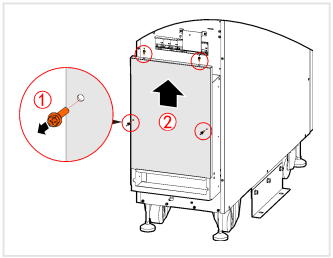

FIGURE 5-4 Step 3 — remove the wiring cover
3. Remove the wiring cover: unscrew its bolts, then slide the cover upward (Figure 5-4).
4. Connect the ground (PE) conductors of the input, bypass, output and battery cabinet **first**, to the PE bar.